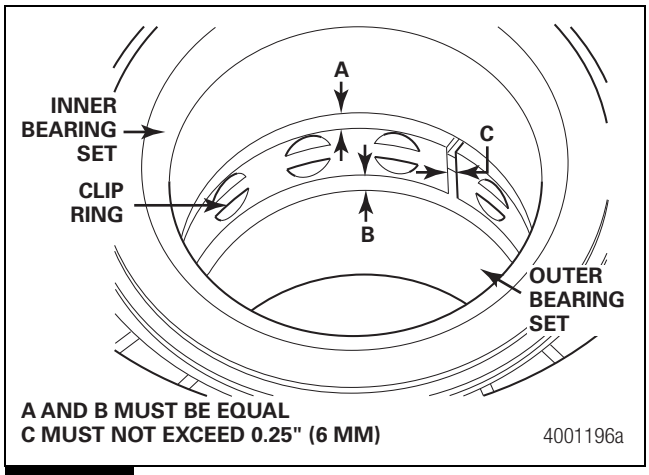

Figure 3.13
A. The inner clip ring has not become dislodged in shipment and is in correct alignment with the inner and outer bearings. The gap between the inner and outer bearing sets and the clip ring must be equal. Figure 3.13.
B. The gap between the ends of the clip ring must be equal and not exceed 0.25-inch (6 mm). If necessary, adjust by hand. Figure 3.13.